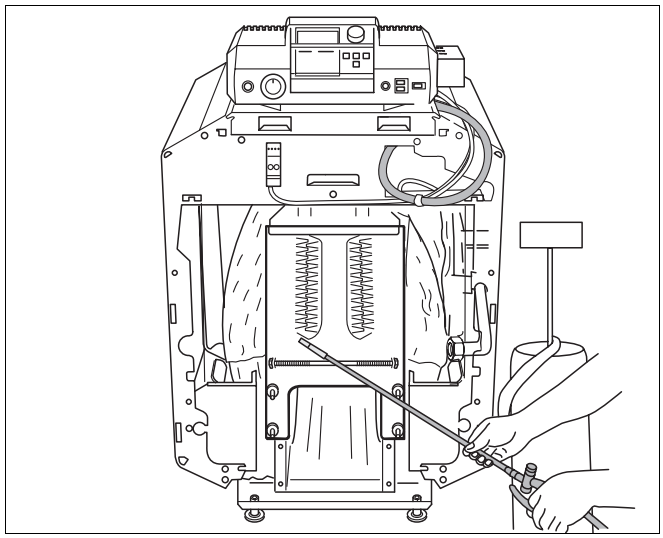

Rys. 44 Czyszczenie natryskowe
- Równomiernie spryskać kanały przepływu spalin środkiem czyszczącym (rys. 44).